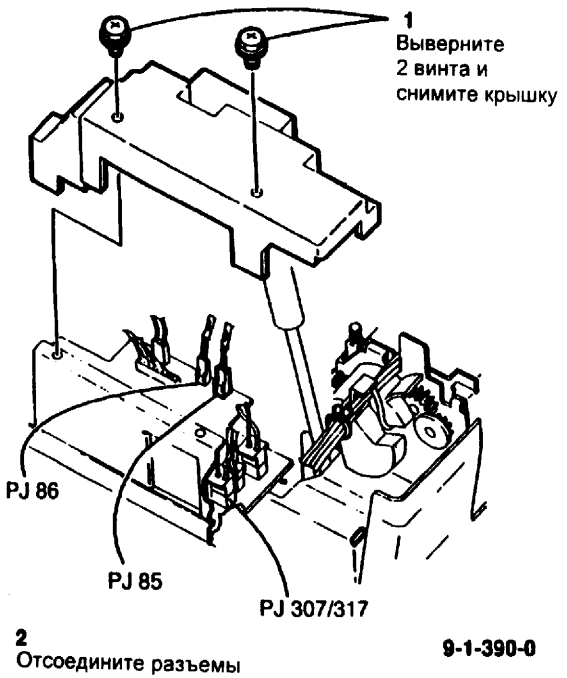

Рис. 1 Отсоединение проводов
6. (Рис. 1) Отсоедините проводку.